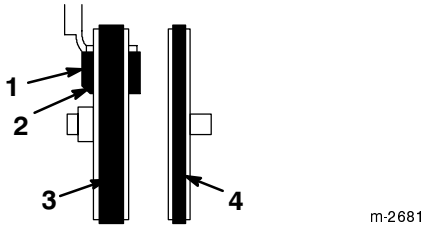

Figur 29
15. Pass på at bremseklossen er riktig montert på bremsearmen. Bremseklossens skråside må være plassert slik som vist i Figur 29.
12. Pass på at bremseklossen er riktig montert på bremsearmen. Bremseklossens skråside må være plassert som vist i Figur 29.